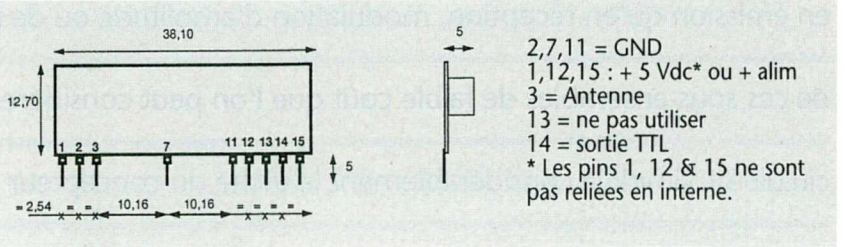

Figure 3 : AMRX STD
Deux modèles sont proposés et chaque modèle existe en 3 et 5 V ; 224,5 et 433,92 MHz. Selon les fréquences, seule l'inductance de réaction change et les ajustements résistifs sont effectués au laser (technologie hybride couche épaisse) ; ces récepteurs sont composés d'un étage d'amplification RF simple ou cascode, d'un étage oscillateur-détecteur, d'un amplificateur avec filtrage du signal démodulé et d'un comparateur délivrant les niveaux logiques compatibles CMOS/TTL. Les brochages sont fournis **figures 3 et 4**. On peut, mais ce n'est pas conseillé, exploiter la broche 13 (sortie de l'amplificateur - filtre du signal démodulé) pour des signaux analogiques mais attention car un récepteur super réaction n'a ni la sélectivité ni la réjection des parasites d'un super hétérodyne. On exploitera donc ces ensembles de très faible coût là où l'intégrité du signal démodulé n'est pas critique : système anti-intrusion avec codage redondant à faible débit, contrôle domestique avec validation des ordres... commande à distance faible portée, etc. La différence entre les deux versions tient à la consommation : la version standard (224,5 et 433,92) – AMRX STD 5B (433) absorbe 2,5 mA sous 5 V (existe aussi en 3 V) alors que la version faible consommation est disponible en deux